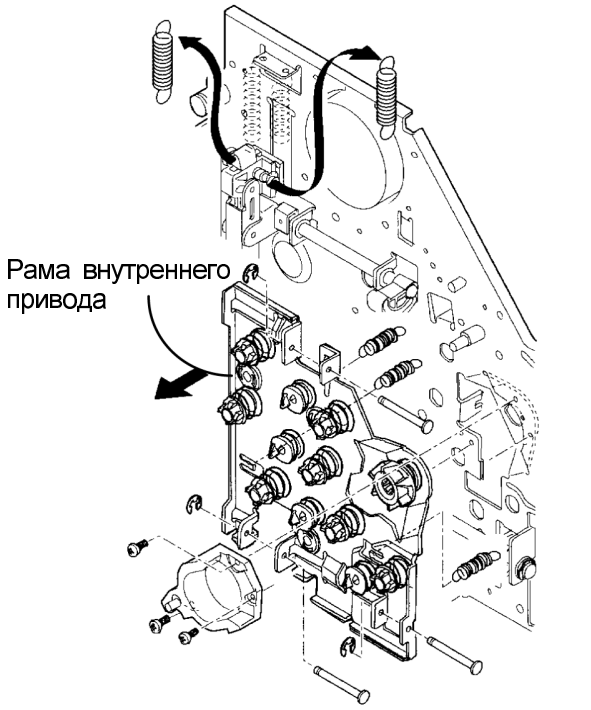

Рисунок 4. Снятие рамы внутреннего привода
6. (Рисунок 4): Снимите раму внутреннего привода.